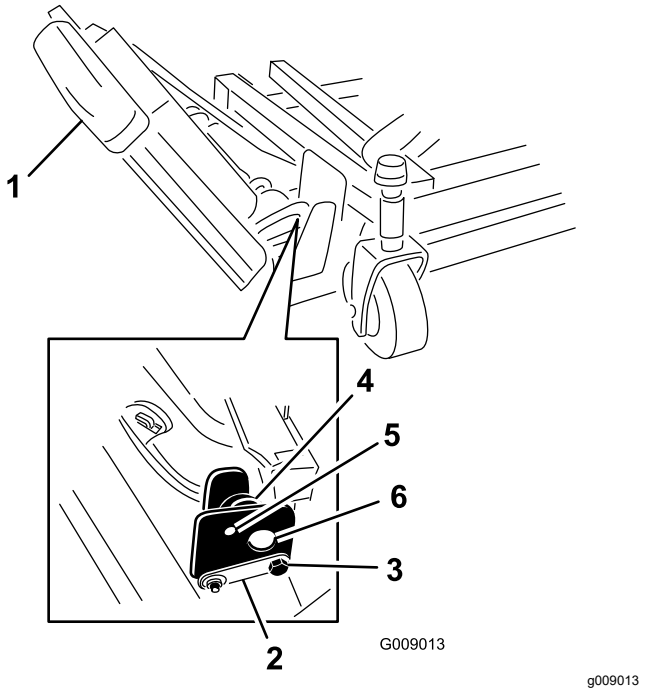

Figur 3
1. Ta bort de muttrar som håller fast de främre och bakre stoppbultarna på den högra vingfenans däckfästen (Figur 3).
2. Stötta den högra vingfenan och ta bort de främre och bakre stoppbultarna från däckfästena (Figur 3).